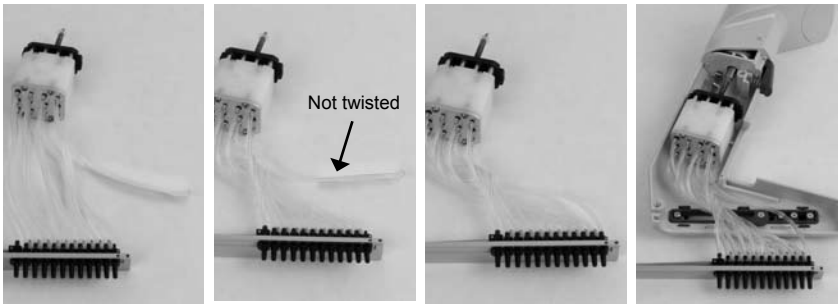

Figure F.1.4d: Rotating Manifold Assembly
4. **Rotating Manifold Assembly** After installing the piston/cylinder assembly, install the manifold assembly into the main housing. Make sure manifold is in closed position. To keep the tubing free from ejector contact, rotate the manifold plate and tubing one complete turn counterclockwise (*see Figure F.1.4d*). Spin tubing once, then reconnect tube one without twisting (*it is the only tube not twisted*).